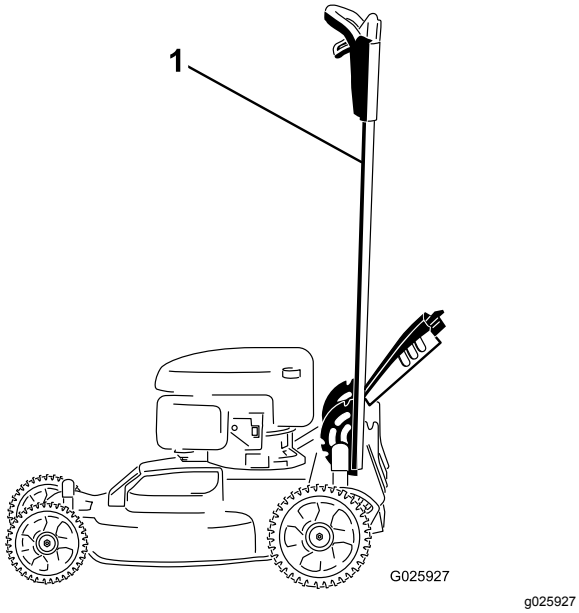

Figur 41
1. Lås håndtaket i vertikal stilling (Figur 41). Se Justere håndtakshøyden (side 11).